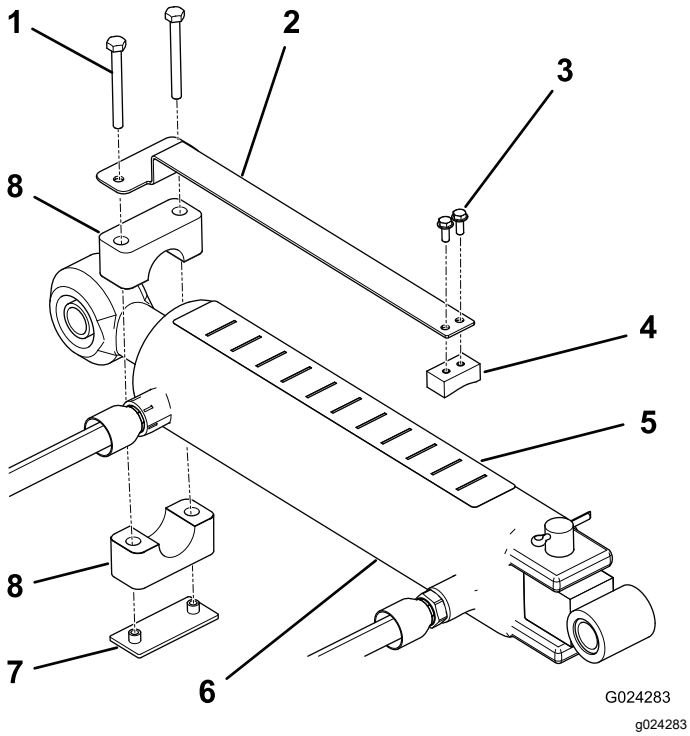

Figura 8
1. Montate l'indicatore di profondità sul lato piatto del pattino con due viti macchina (n° 10 x ½") posizionando i componenti come mostrato nella Figura 8.
2. Utilizzate serratubo, piastra a saldare e 2 viti (¼" x 2½") per montare senza stringere l'indicatore di profondità sulla testa di biella del cilindro dell'attacco superiore (Figura 8). Verificate che i morsetti siano sufficientemente allentati da poter ruotare alla posizione desiderata.
4. Applicate l'adesivo della profondità nella parte superiore del cilindro, in una posizione visibile all'operatore e in modo da non interferire con i flessibili idraulici (Figura 8).